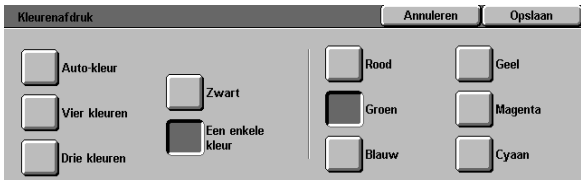

Figuur 8: Scherm Kleur met de opties voor Een enkele kleur
1. De toets Kleur **Meer...** op het tabblad Basistoepassingen aanraken om het beeldscherm kleur te tonen (zie figuur 8).